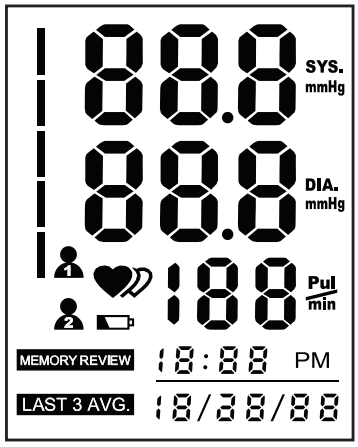

Fig. 2
2. Press and release the **START STOP** button, the unit will run a self-test, Fig. 2.